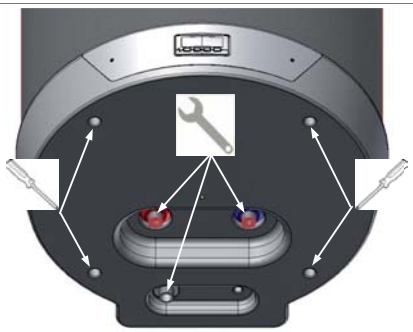

Fig. 1 – Lower panel removal
- Remove the lower panel by undoing the appropriate locking screws (Fig. 1);